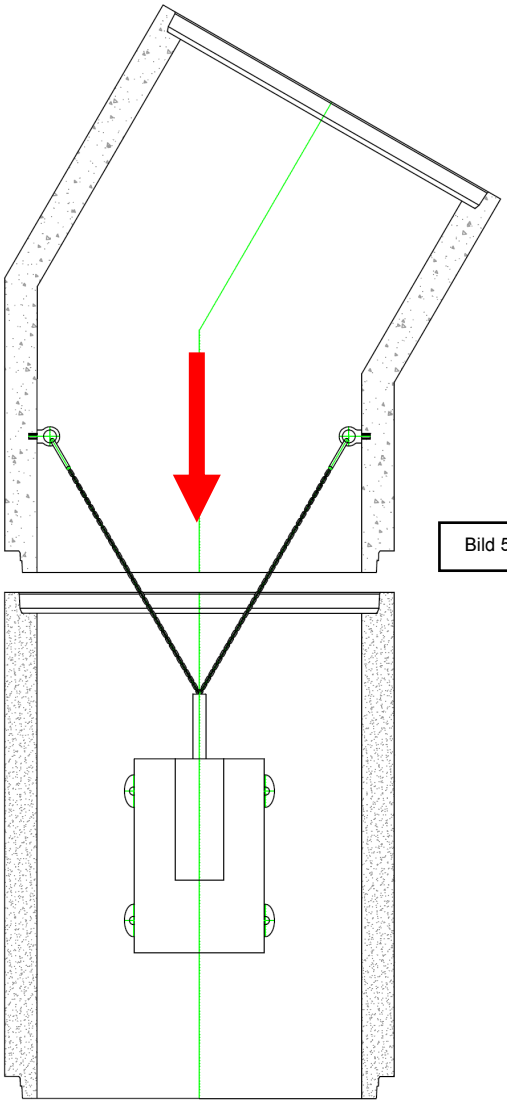

Bild 5
- Montage von Rohrkrümmern; Rohren mit Tangentialschächten und Rohren mit Bodenteilen über Anschlagen der Zugtraversengurte an bauseits in der jeweiligen Höhe des Zugzylinders zu setzenden ausreichend dimensionierten Schraubankern im geraden Bereich des Bauteils (Bild 5)!